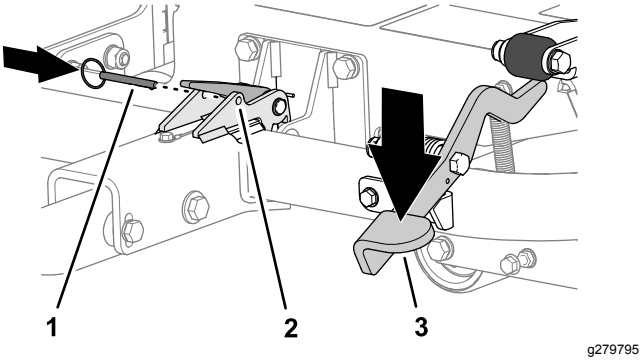

Figura 19
3. Premete il pedale dell'attacco in modo che l'attacco si blocchi in posizione (Figura 19).
4. Inserite il perno di bloccaggio attraverso i fori nel dispositivo di fermo (Figura 19).